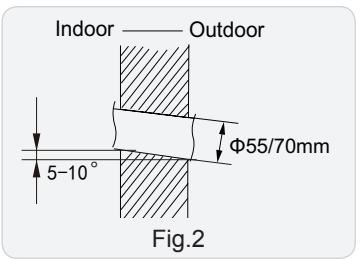

Fig.2
(2) Open a piping hole with the diameter of Φ55mm or Φ70mm on the selected outlet pipe position. In order to drain smoothly, slant the piping hole on the wall slightly downward to the outdoor side with the gradient of 5-10°.(As show in Fig.2)